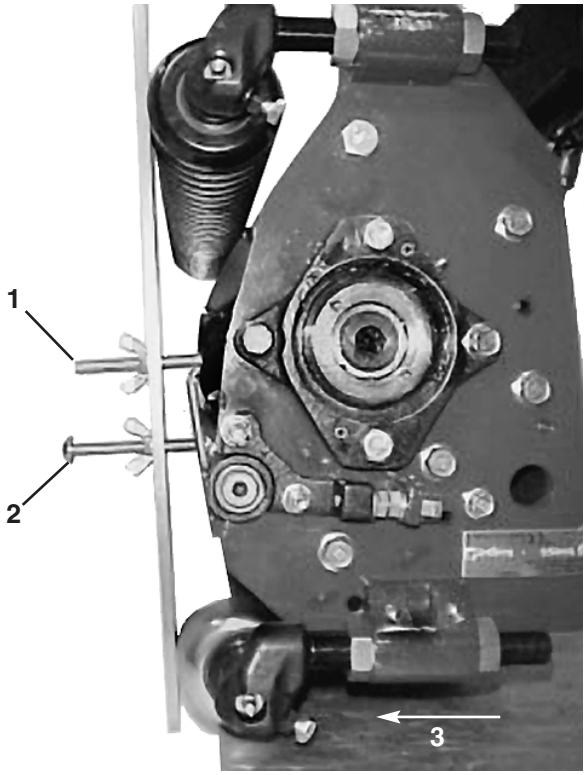

Afbeelding 13
1. Plaats de meetlat op de voorste en achterste rollers zoals wordt getoond op Afbeelding 13.
2. Stel de achterste roller zodanig af totdat deze aan beide kanten contact maakt met de meetlat (Afb. 13).